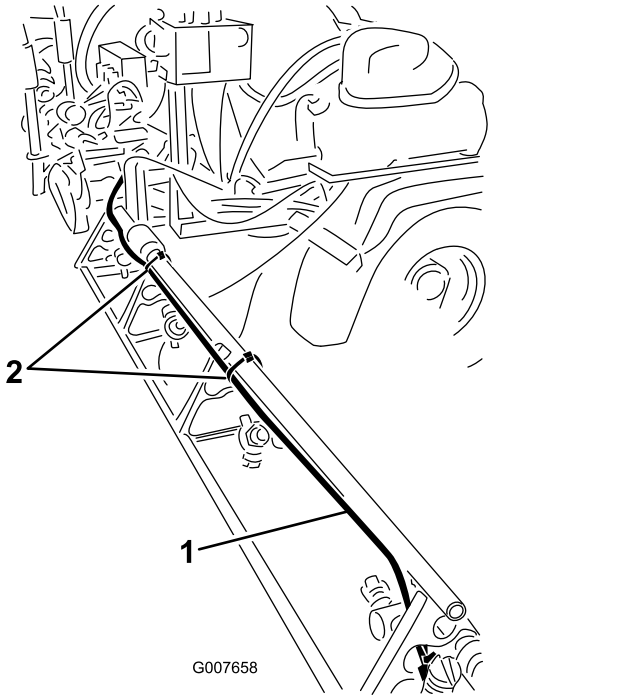

Figur 25
1. Fjern kabelfestene som fester væske- og luftslangene til skummarkørsettet til den ytre bomseksjonen (Figur 25).